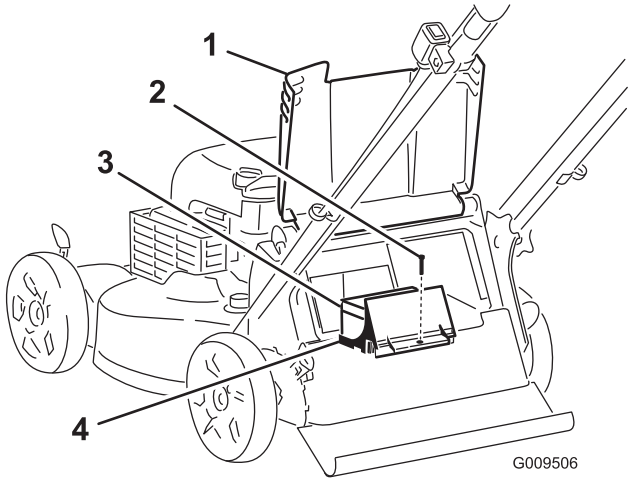

Figure 34
1. Soulevez le déflecteur arrière et localisez le logement de la batterie (Figure 34).